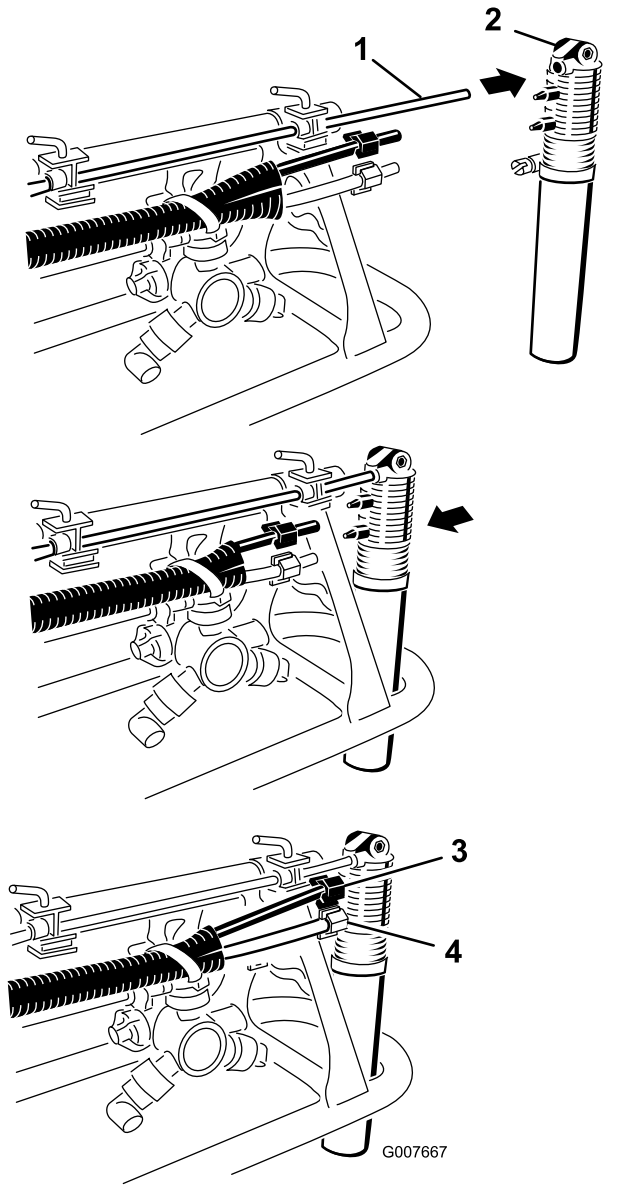

Figur 14
6. Find skumdyserne blandt de løse dele. Monter en dyse på monteringsstangen som vist (Figur 14).